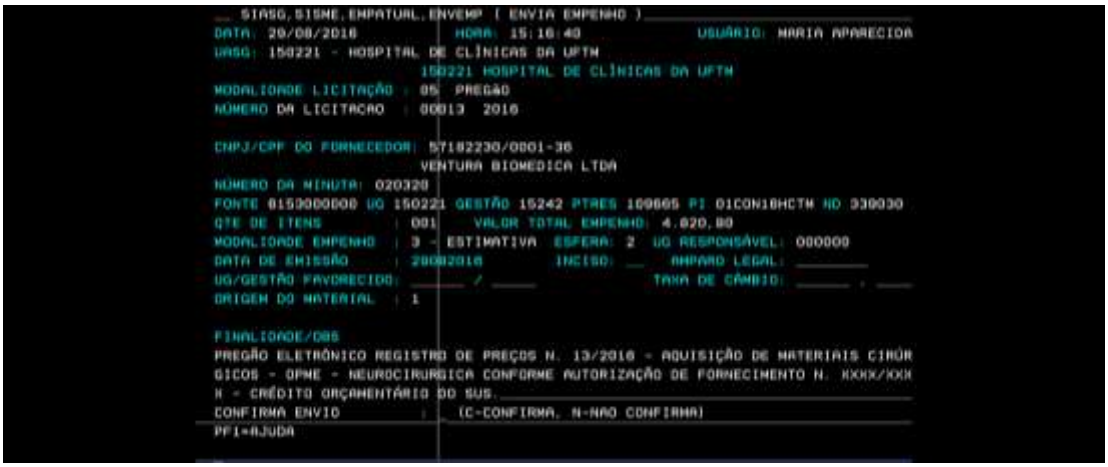

Figura 28: Confirmar Empenho
- Incluída as referidas informações deverá ser aplicado o comando pertinente a cada situação, quais sejam "C" Confirma (Em Regra); e "N" Não confirma (Figura 28);